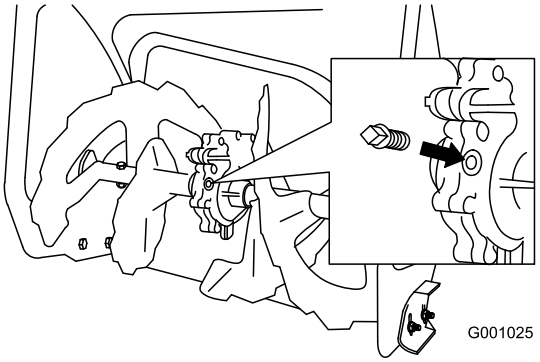

Figur 50
2. Rengör området runt rörpluggen (Figur 50).